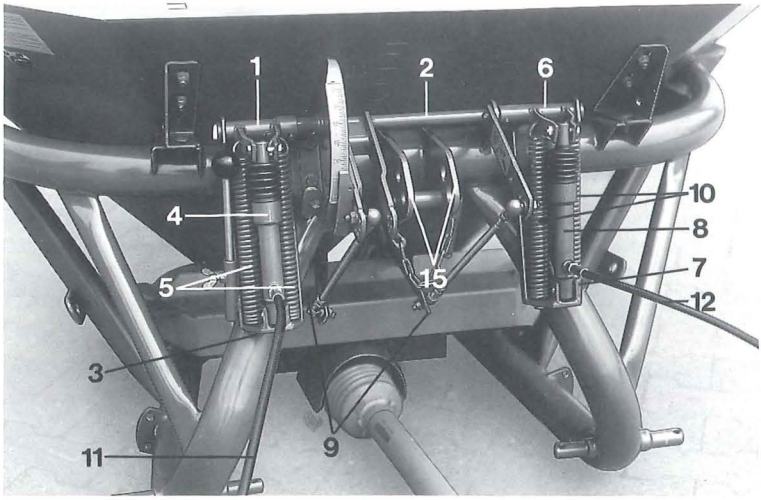

Fig. 10
5.8.1.6 Allentare i bulloni ad U (fig. 10/15) delle saracinesche (fig. 10/9) e spingere completamente verso l'alto. Riavvitare i bulloni.
5.8.2.1 Montare la forcella (fig.10/1) sul lato destro dell'albero di comando (fig. 10/2) e fissarla con la coppiglia in dotazione.
5.8.2.2 Spingere il supporto (fig. 10/3) sulla forcella (fig. 10/1) e fissarlo con i due bulloni M 10x16 alla piastra di fissaggio posta sul telaio.
5.8.2.3 Montare il pistone idraulico (fig. 10/4) sulla forcella (fig. 10/1) con la spina elastica ed il bullone M 8.
5.8.2.4 Montare le molle (fig. 10/5) sulla forcella (fig. 10/1).
5.8.2.5 Montare la forcella (fig. 10/6) sul lato sinistro dell'albero di comando (fig. 10/2) e fissarla con la coppiglia in dotazione.
5.8.2.6 Spingere il supporto (fig. 10/7) con la piastra di fissaggio sulla forcella (fig. 10/6).
5.8.2.7 Collegare il pistone idraulico (fig. 10/8) alla forcella (fig. 10/6) con la spina elastica ed il bullone M 8.
5.8.2.8 Chiudere completamente le saracinesche (fig. 10/9) e smontare il pistone (fig. 10/8).
5.8.2.9 Sfilare il pistone (fig. 10/8) e saldare la piastra di fissaggio al telaio come gia' fatto di serie sul lato destro.
5.8.2.10 Agganciare la molla (fig. 10/10) alla forcella (fig. 10/6).
5.8.2.11 Avvitare i bulloni tenditori M 10 dal basso attraverso i supporti (fig. 10/3 e fig. 10/7) e tendere le molle (fig. 10/5 e fig. 10/10) fino all'indice.
5.8.2.12 Allentare i bulloni ad U (fig. 10/9) delle saracinesche e spingere completamente verso l'alto. Riavvitare i bulloni.
5.8.2.13 Raccordare le tubazioni idrauliche (fig. 10/11 e 10/12).
5.8.2.14 Verificare il funzionamento. In caso di difficolta' sganciare le molle (fig. 10/5 e fig. 10/10) e svitare le tubazioni idrauliche (fig. 10/11 e fig. 10/12). A questo punto le saracinesche devono poter essere azionate con facilita'. Se necessario, allentare leggermente le guide delle saracinesche e correggere l'appoggio dell'albero di comando (fig. 10/12).